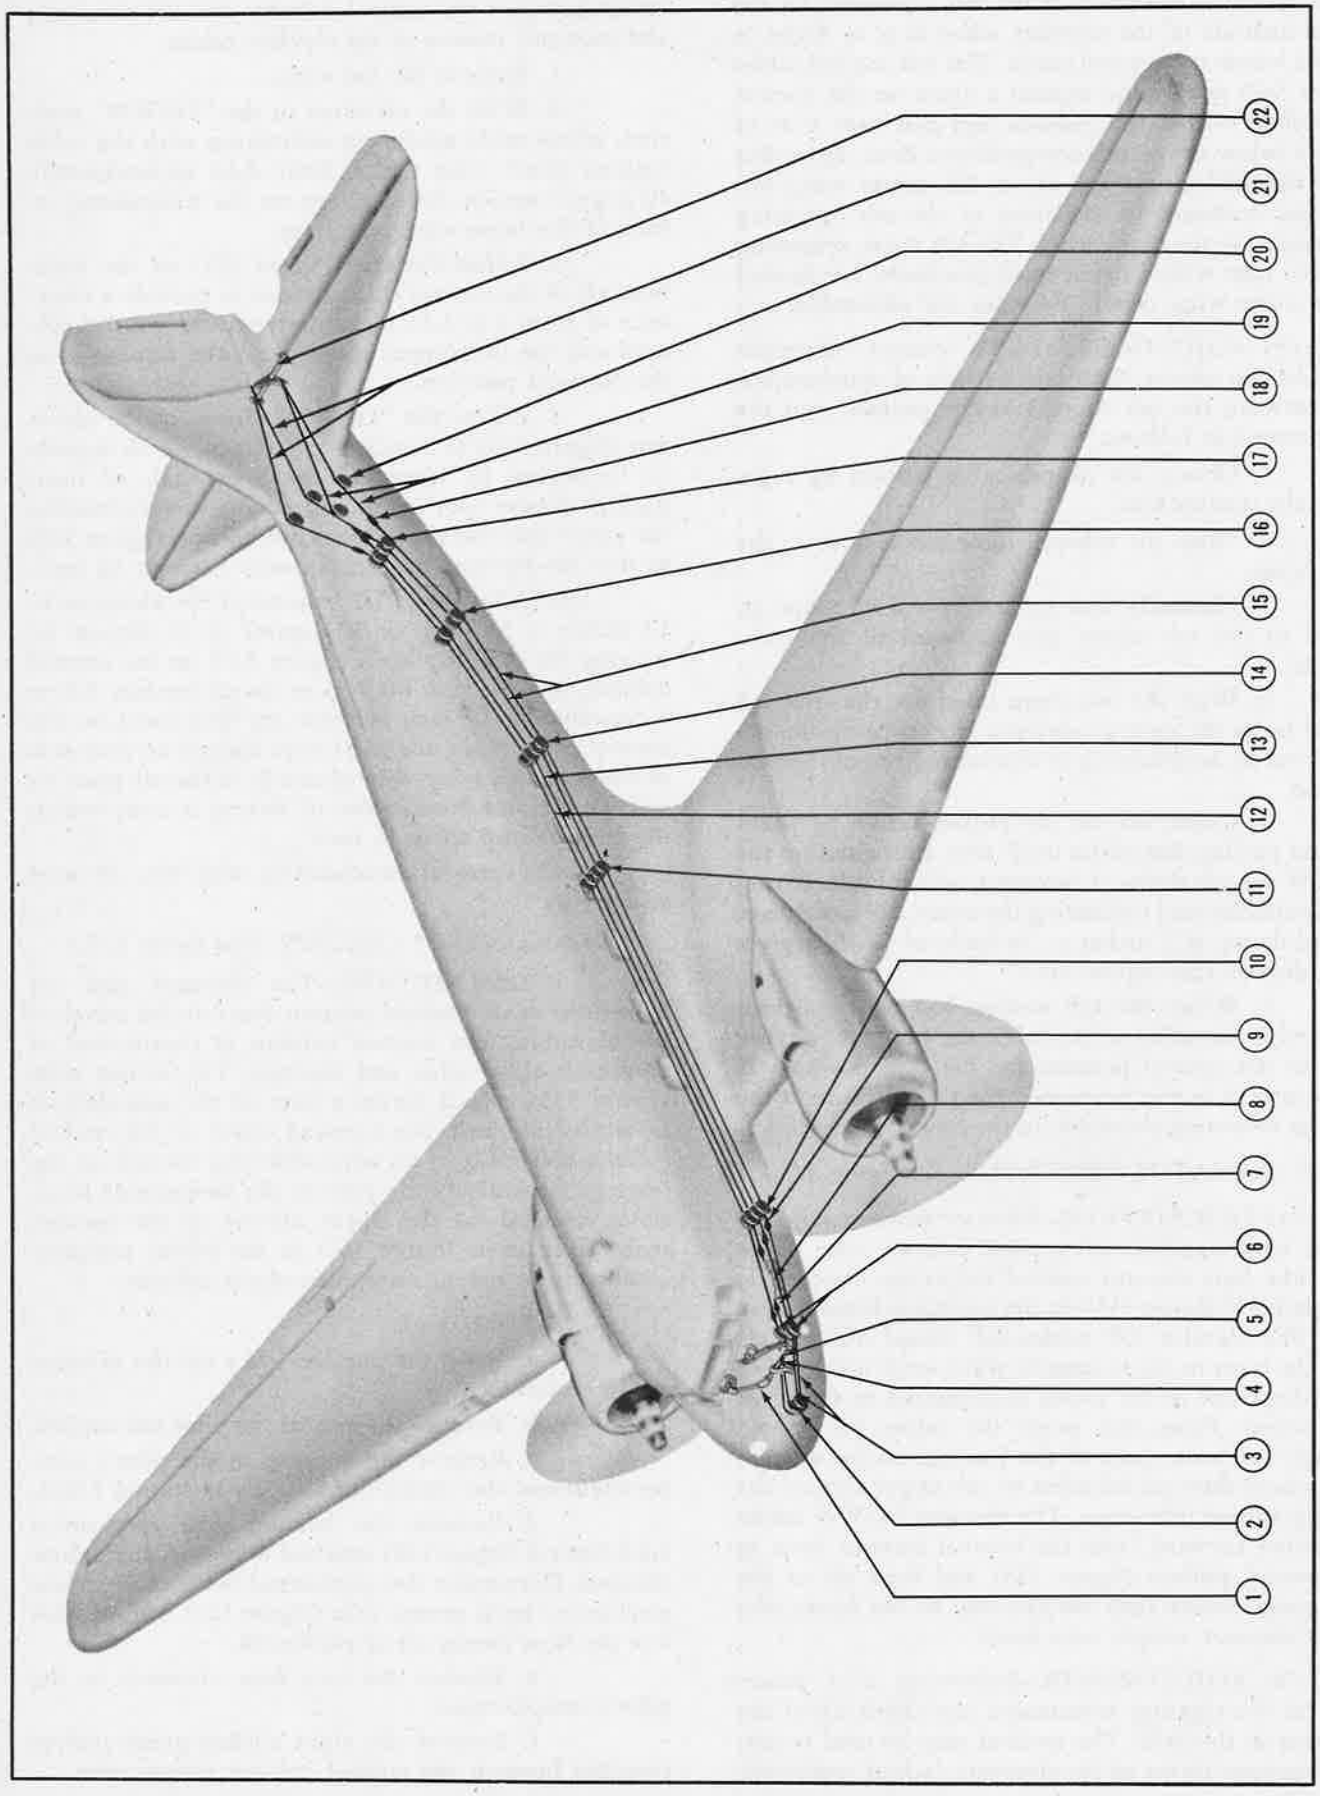

Figure 345—Elevator Controls
(3) ELEVATOR CONTROLS. *(See figure 345.)*
KEY TO FIGURE 345